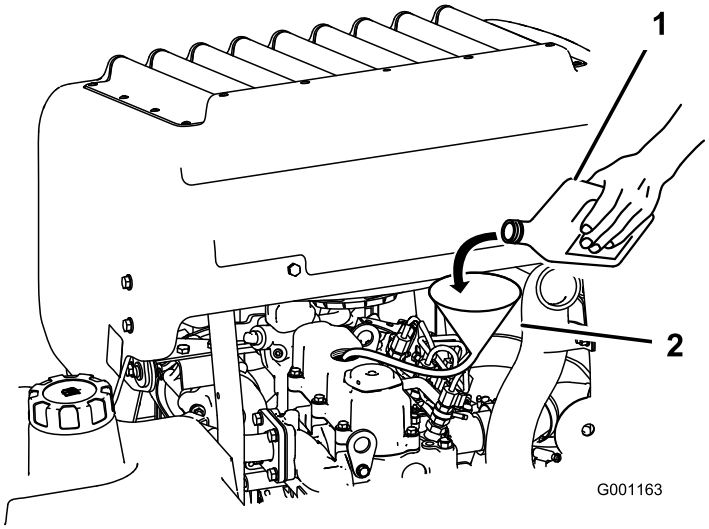

Figur 46
3. Bruk en slange og en trakt når du fyller olje på motoren (Figur 46).